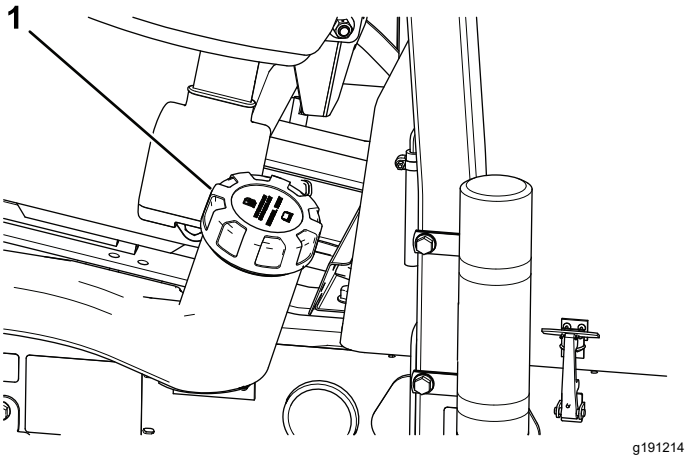

Rysunek 46
2. Oczyść obszar wokół korka zbiornika paliwa (Rysunek 46).